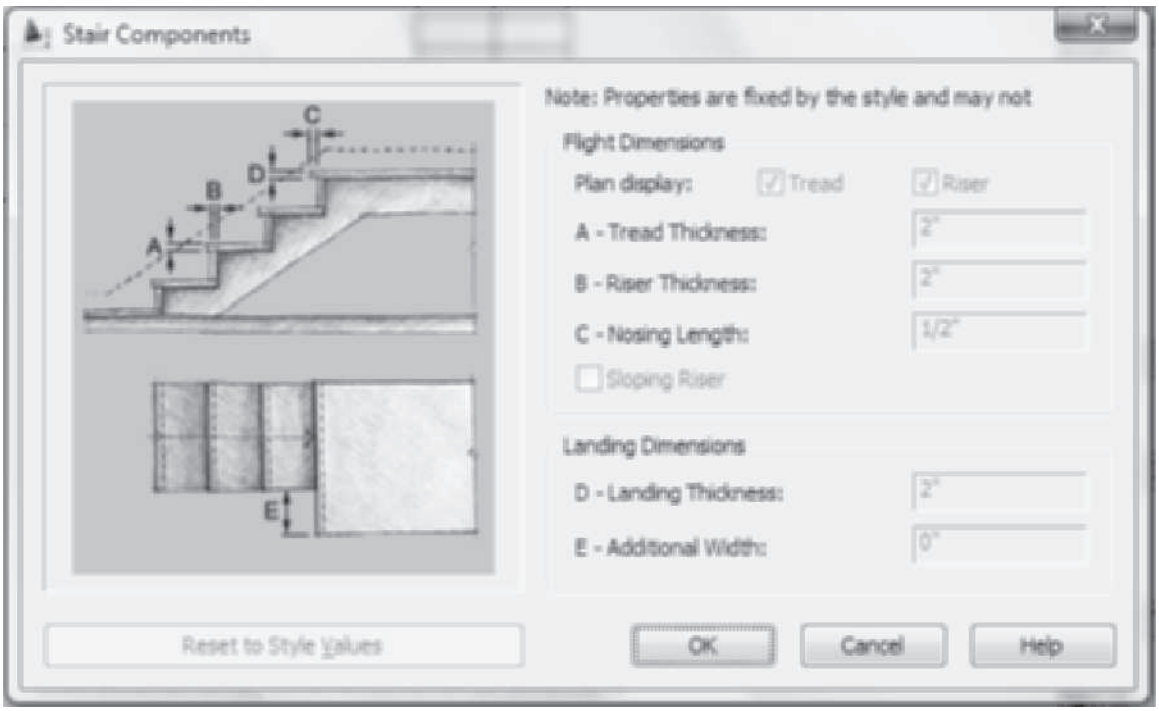

FIGURE 9.8 *Inactive Stair Components dialog box*
28. Select the straight stair D. Scroll if necessary to the Worksheets section of the Advanced section. The Worksheets sections provide the edit of Stair Components and Landing Extensions as shown in Figures 9.8 and 9.9. If Allow Each Stair to Vary are toggled ON in the Components tab of the Stair Style dialog box, the worksheets can be edited.